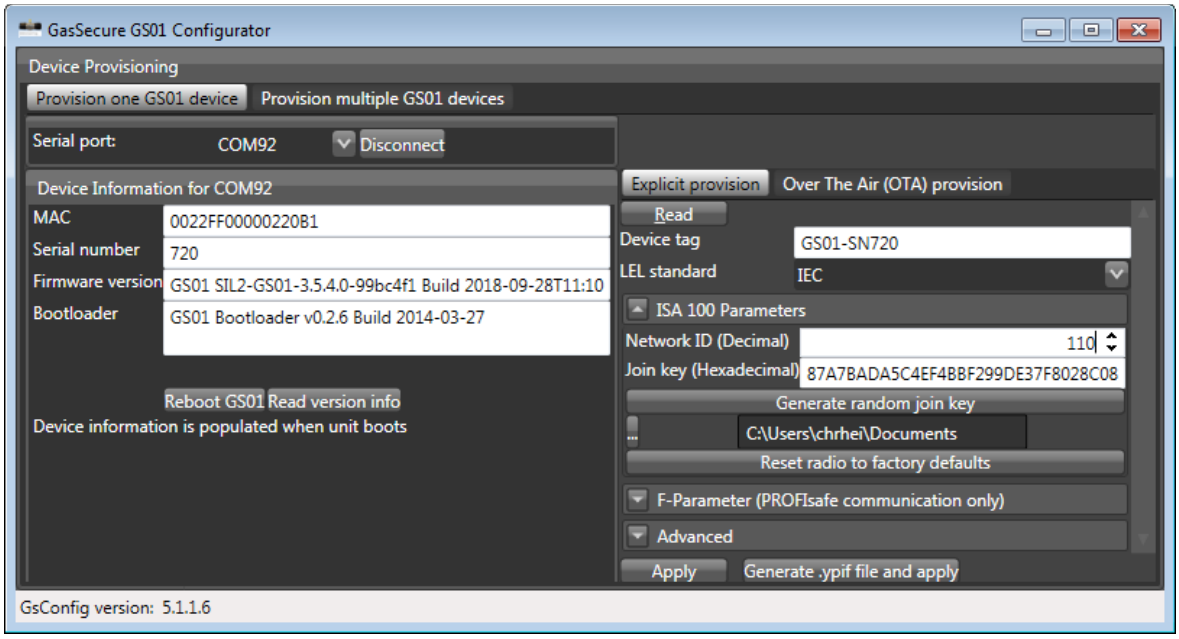

图 3-1：GS01 配置器
b) 运行 GS01 配置器并选择正确的 COM 端口。保留默认模式“Provision one GS01 device”（配置一台 GS01 设备）。按“Connect”（连接）按钮并验证设备信息是否显示，请参阅图 3-1。如果设备信息未自动显示，请按“Read version info”（读取版本信息）按钮。按“Read”（读取）按钮，以便显示设备的当前配置状态。保持“明确规定”。
c) 输入设备标签[5]和所需的十进制格式网络 ID[6]，请见图 3-1。
b) 运行 GS01 配置器并选择正确的 COM 端口。保留默认模式“Provision one GS01 device”（配置一台 GS01 设备）。按“Connect”（连接）按钮并验证设备信息是否显示，请参阅图 3-1。如果设备信息未自动显示，请按“Read version info”（读取版本信息）按钮。按“Read”（读取）按钮，以便显示设备的当前配置状态。选择“无线电 (OTA) 规定”。